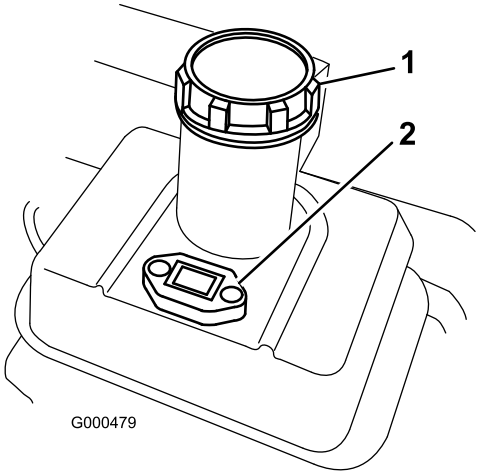

Figur 13
1. Rengør området omkring brændstoftankens dæksel, og fjern dækslet fra tanken (Figur 13).